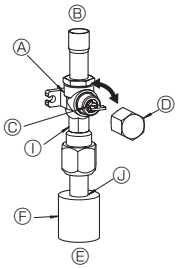
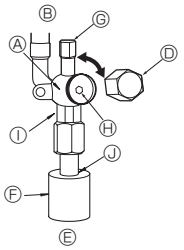

**Fig. 4-6**
**Fig. 4-7**
(1) Сторона с газом RP100-250 (Fig. 4-6)
① Снимите колпачок, потяните ручку на себя и поверните на 1/4 оборота против часовой стрелки для открытия.
② Убедитесь в том, что запорный кран полностью открыт, надавите на ручку и поверните колпачок в первоначальное положение.
(2) Сторона с жидкостью RP100-250 и сторона с газом/жидкостью RP35-71 (Fig. 4-7)
① Снимите колпачок и поверните шток золотника против часовой стрелки до упора, используя для этой цели 4 мм шестиугольный гаечный ключ. Прекратите поворачивать шток в момент, когда тот достигнет стопора. (ø9,52: Приблизительно 10 оборотов)